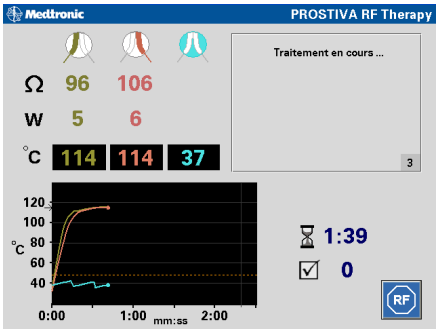

Figure 4-12. Confirmation du message "Traitement en cours..." et surveillance des sorties sur l'affichage de l'écran
12. Confirmer que le message “Traitement en cours...” apparaît sur l'affichage de l'écran (Figure 4-12) et contrôler les différentes sorties (par exemple, température, durée du traitement) tout au long de la procédure.